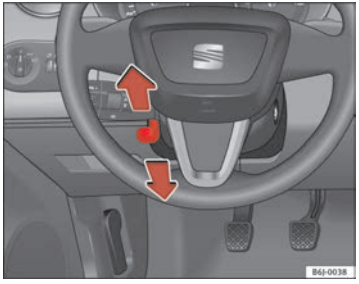

Fig. 92 Ajuste de altura del volante
– Tire hacia abajo de la palanca ⇒ fig. 92 situada debajo de la columna de dirección ⇒ ⚠.
– Ajuste el volante hasta alcanzar la posición deseada ⇒ fig. 92.
- **Ajuste el asiento del conductor o el volante de modo que quede una distancia mínima de 25 cm entre el volante y el tórax ⇒ fig. 92. ¡Si no respeta la distancia mínima, el airbag no le protegerá adecuadamente y corre peligro de muerte!**